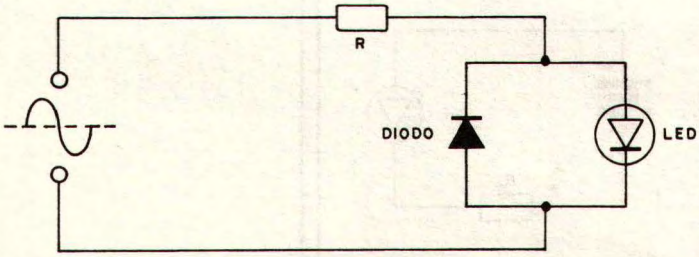

figura 492
- A segunda consiste em se ligar em paralelo com o led um diodo, porém de tal modo a ficar em oposição com o mesmo, conforme mostra a figura 492.